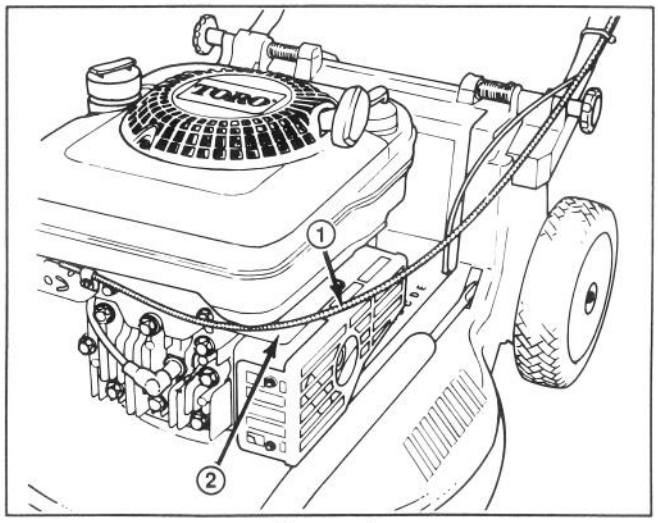

Figure 3
6. Route throttle cable across top of metal muffler shield plate (Fig. 3).